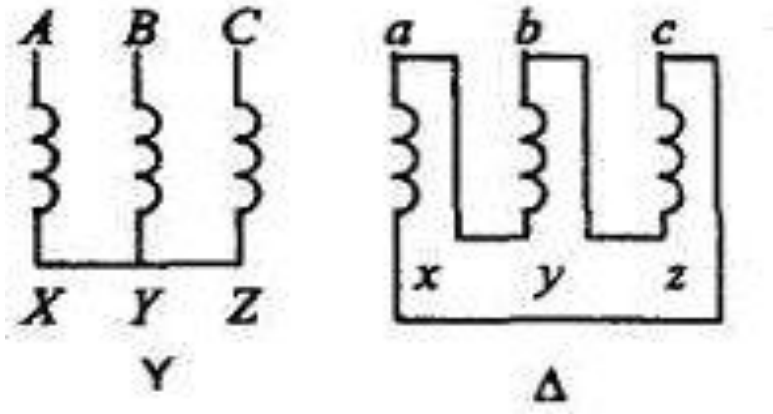

Рис. 1. Стандартные обозначения
- Стандартные обозначения начал и концов обмоток высокого и низкого напряжения показаны на рис.1.